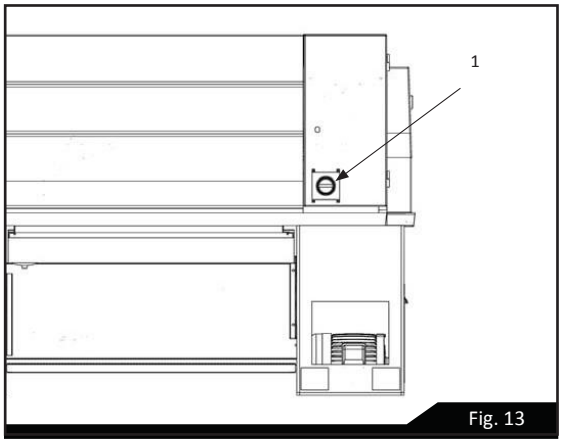

Fig. 13
(1) INTERRUPTEUR D'ALIMENTATION : lorsque l'interrupteur d'alimentation principal (1) est allumé sur le couvercle électrique, le témoin pilote (2) est activé, tout comme l'électricité. (Voir la Figure 13).
(2) INDICATEUR D'ALIMENTATION : le témoin de l'indicateur s'allume lorsque l'alimentation est activée.
(3) COMMUTATEUR D'ARRET D'URGENCE : appuyez sur le bouton-poussoir ROUGE pour désactiver l'alimentation électrique, pour couper le moteur principal et la pompe du liquide de refroidissement.
(4) BOUTON JOG : Appuyez sur le bouton VERT pour déplacer légèrement la broche, cela permet de sélectionner la vitesse de la broche très facilement. (avec le levier de rotation de la broche en position neutre).
(5) SELECTEURS DE VITESSE VARIABLE : pour le réglage de la vitesse de la broche.
(6) Tableau de vitesse de la broche.
(7) Interrupteur ON/OFF de la pompe de refroidissement.
(8) Interrupteur du couvercle d'extrémité : lors du fonctionnement d'ouverture de la porte de couvercle d'extrémité pour le réglage ou la maintenance, tous les déplacements de rotation sont arrêtés immédiatement.